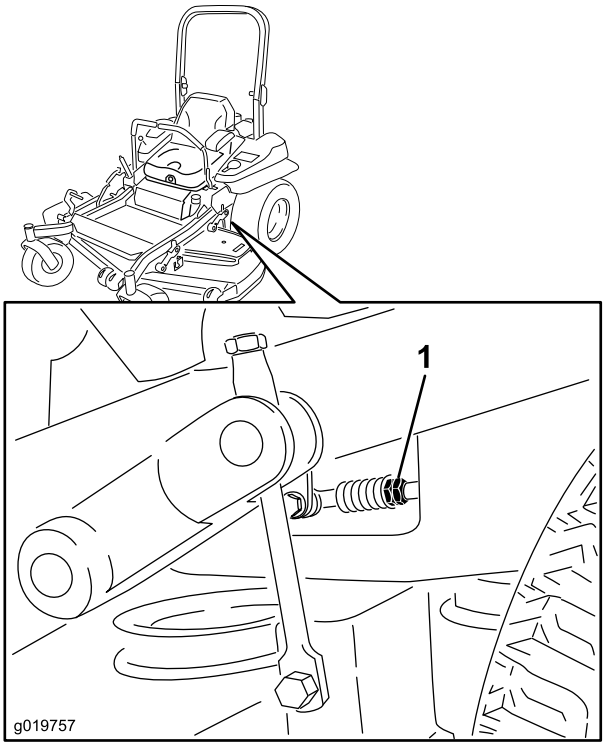

Figur 81
8. Juster lengden på pumpestangen ved å vri på de doble mutrene på stangen i den aktuelle retningen til hjulene kryper noe i revers (Figur 81).